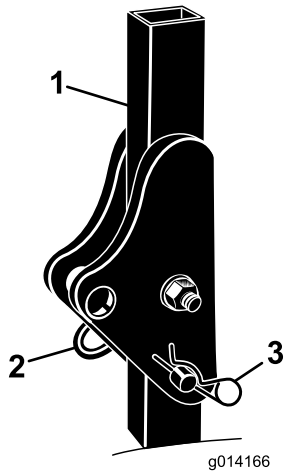

**Figur 3**
1. Fjern splitterne og pindene fra styrtbøjlen (Figur 3).
2. Hæv styrtbøjlen til oprejst position, og monter de to pinde, og fastgør dem med splitterne (Figur 3).